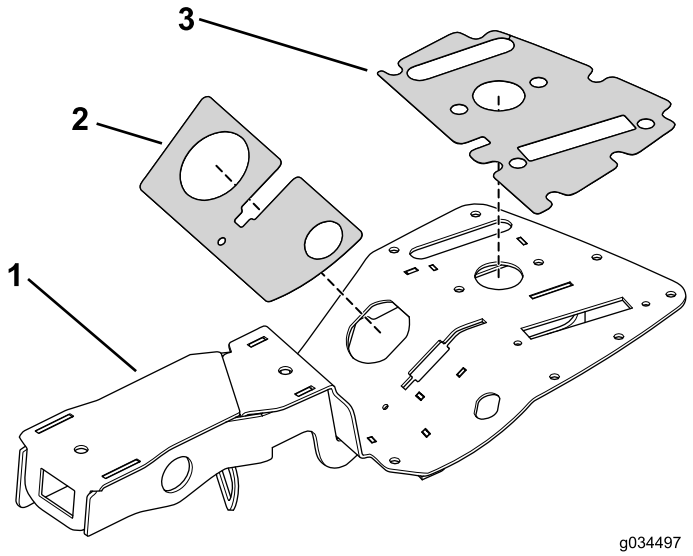

図 15
1. コンソールアセンブリに上側デカルと下側デカルを取り付ける図 15。